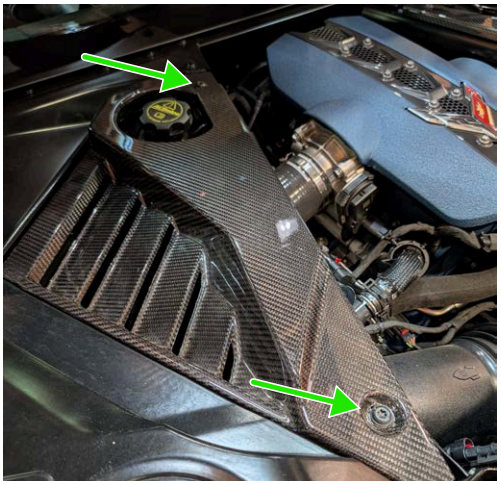

Figure 1 - Driver's Side Engine Bay Cover
2. Use a T-40 Torx driver to remove the two screws securing the driver's side engine bay cover, shown in **Figure 1**. Remove the cover and set it aside.